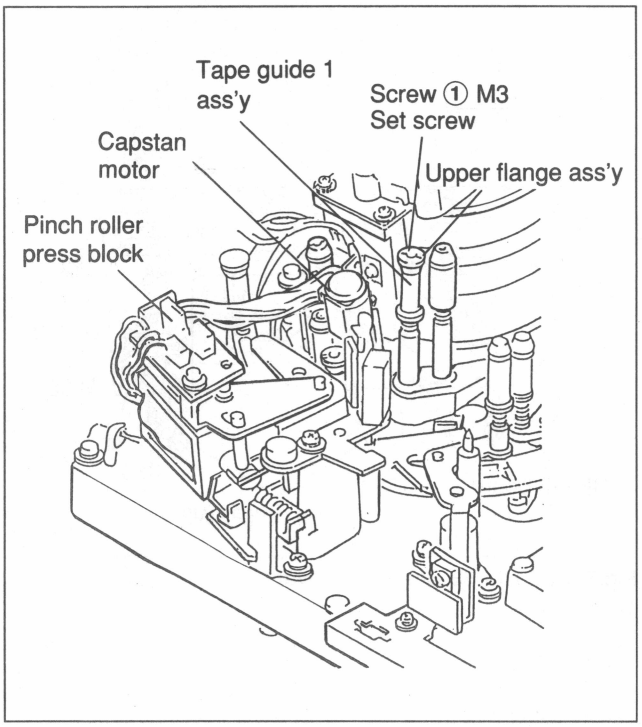

Fig.7-12-4 Tape Guide 1 Support Shaft Replacement
D. Screw ① shown in Fig. 7-12-4 is the adjustment screw of an upper flange in which the height of a guide roller was already adjusted. Do not loosen or remove the adjustment screw except when the upper flange is replaced or the tape transport is adjusted.